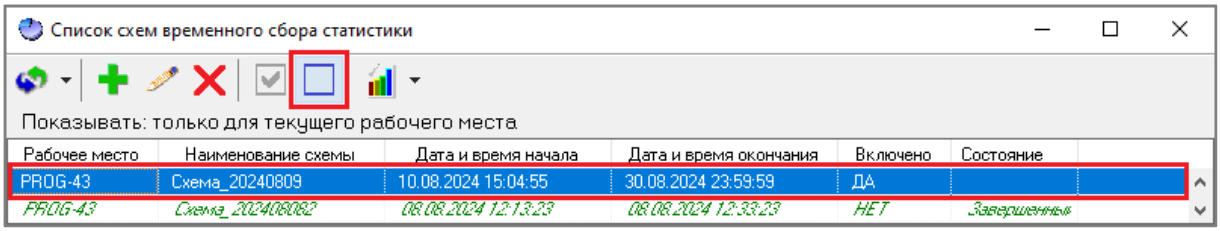

Рисунок 12-121 Отключение схемы ВСС через панель инструментов окна "Список схем временного сбора статистики"
– либо нажмите кнопку «Отключить схему(ы)» на панели инструментов (см. п. 12.6.1.1) окна «Список схем временного сбора статистики» (см. Рисунок 12-121);